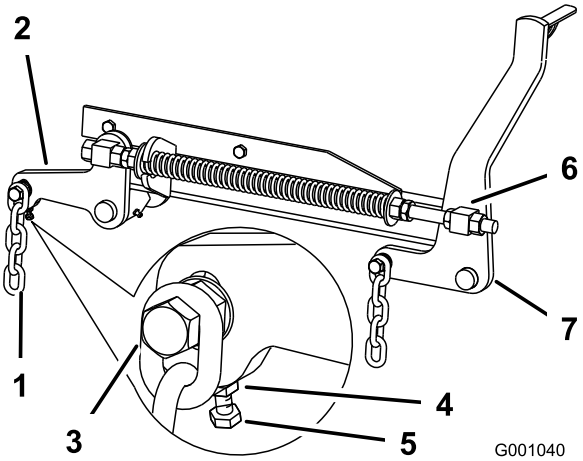

**Figuur 84**
7. Als de afstanden bij punten **B** of **C** niet correct zijn, maakt u de bout los waarmee de achterste ketting is bevestigd aan de achterste steunarm (Figuur 84).
8. Maak de contramoer onder de achterste steunarm los en draai aan de stelbout totdat de afstand 80 tot 83 mm bedraagt (Figuur 84).
7. Draai de contramoeren op de voorkant van de rechter- en linkerwartel ongeveer 13 mm los (Figuur 84).
8. Draai aan de drukmoeren op de linker- en rechterzijde van de machine totdat de voorkant van het maaimes 6 tot 10 mm lager staat bij **A** dan de achterkant bij **B** (Figuur 84).